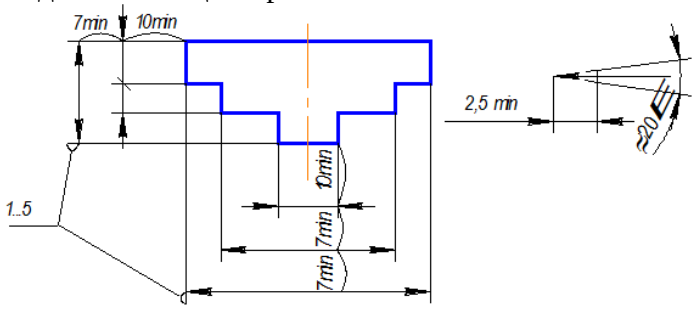

Рис.1.3
5. Минимальные расстояния между параллельными размерными линиями – 7 мм, а между размерной и линией контура – 10 мм (рис. 1.3). Необходимо избегать пересечения размерных линий между собой и выносными линиями. Выносные линии должны выходить за концы стрелок или засечек на 1…5 мм.